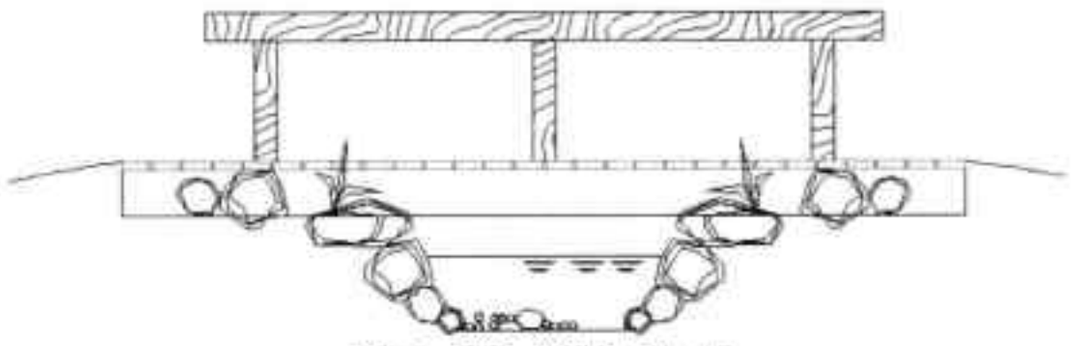

图20-96 镜像延伸线
Step 16 执行“镜像”命令，镜像出另一侧延伸轮廓线，如图 20-96 所示。